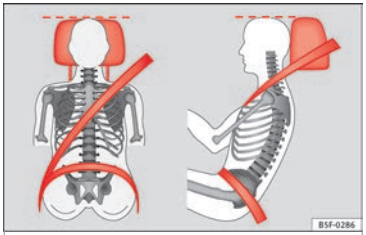

Fig. 76 Correctly adjusted head restraint as viewed from the front and the side.
– Adjust the head restraint so that its upper edge is, as far as possible, at the same level as the top of your head, or at the very least, at eye level **»» Fig. 76**.